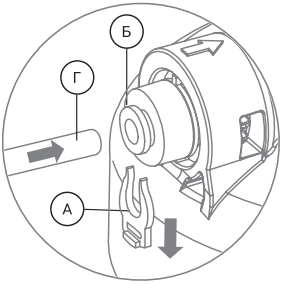

Рис. 6
1. Отсоедините стопорную клипсу (А), затем вставьте до упора в фитинг трубку (Г), продев ее через цанговое кольцо (Б) (рис. 6). Для герметизации соединения приложите дополнительное усилие, при этом трубка утопится еще примерно на 3 мм и будет плотно обжата резиновым кольцом.